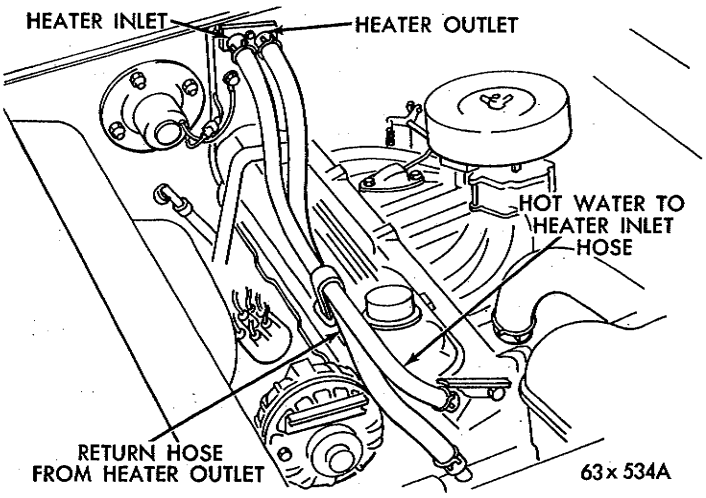

***Fig. 11—Heater Hose Connections—170 and 225 Cu. In. Engines—Valiant and Barracuda Models***
(1) Position heater assembly on dash panel by sliding four mounting studs into their respective holes in dash panel.
(2) Connect and adjust heater-defroster cable and temperature control cables to their respective control arms.
(3) In engine compartment side, install heater to dash panel seal, seal retainer and mounting nuts.
(4) Position seal and seal retainer over heater tubes and install attaching screws.
(5) Connect heater hoses to heaters (Figs. 11 and 12).
(6) On passenger compartment side, connect heater support rod to heater housing.
(7) Connect wire to heater motor resistor.
(8) Connect defroster tubes to heater.
(9) Fill cooling system, start engine and operate until normal engine operating temperature is obtained.